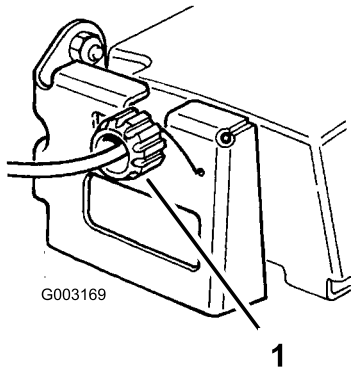

Figuur 27
2. Draai de bedieningsknop een 1/2 slag naar rechts als de zelfaandrijving van de maaimachine niet werkt. Als de machine voorwaarts kruipt, moet u de bedieningsknop een 1/2 slag naar links draaien om de riem losser te zetten (Figuur 27).